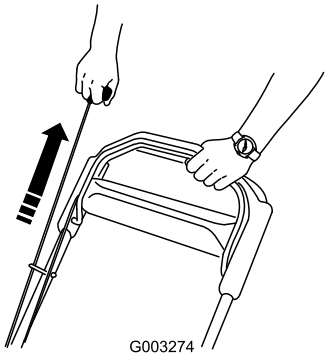

Figur 16
2. Træk i tilbageslagsstarterhåndtaget (Figur 16).